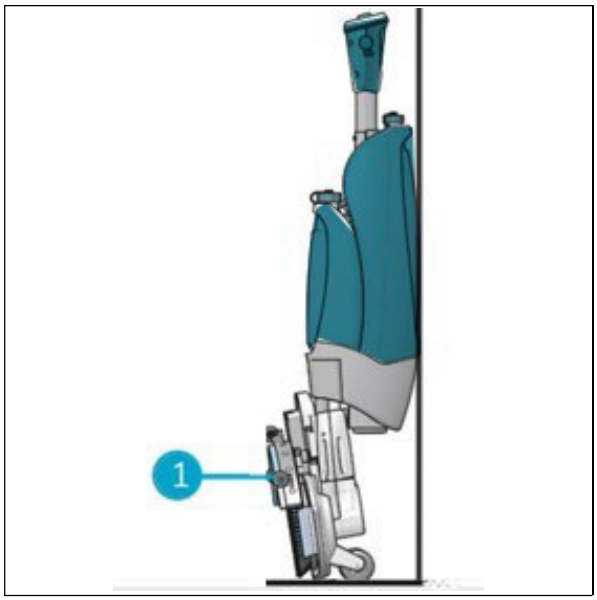

Figure 33
26. Store the i-mop® XL close to a wall (Figure 33, pos 1) with the handle pointing towards the wall and the brushes facing away from the wall.